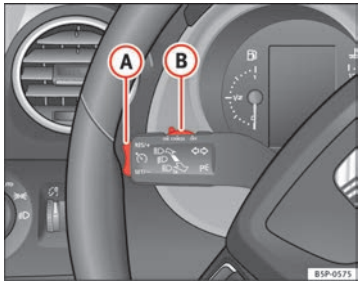

Fig. 153 Turn signal and main beam headlight lever: switch and rocker switch for the cruise control
– Press the lower part **SET/-** of the rocker switch ⇒ Fig. 153 (A) once briefly when you have reached the speed you wish to set.